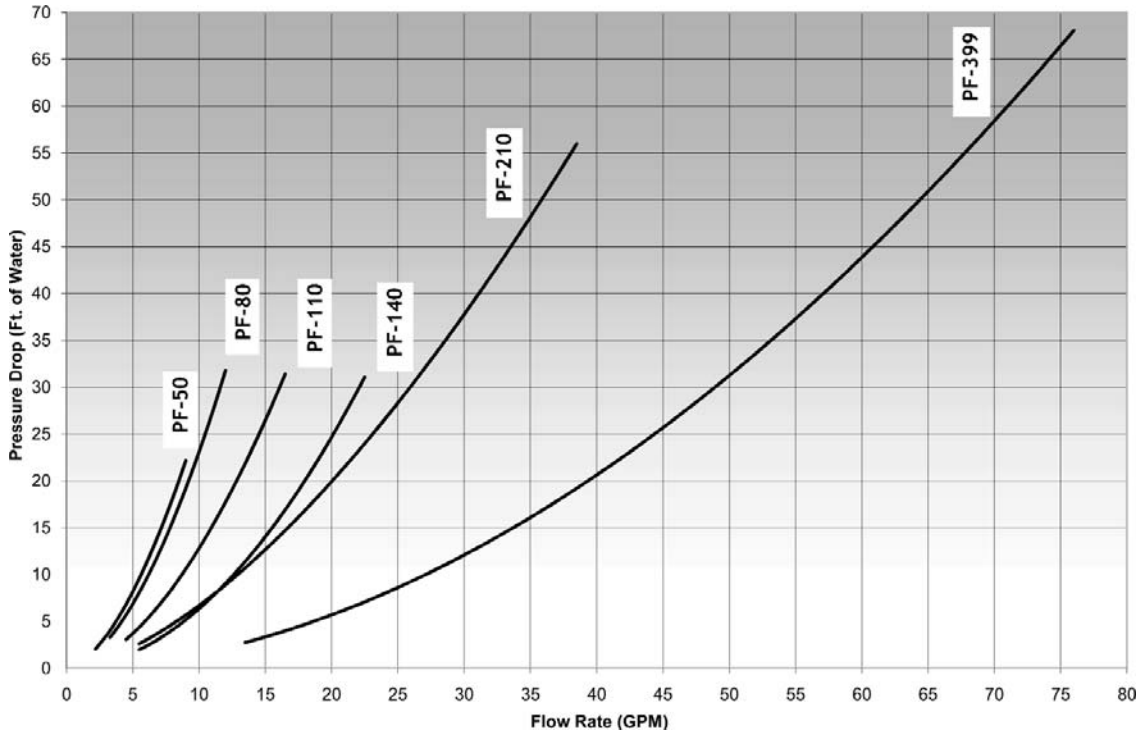

Figure 4.4: *PureFire*® Circulator Sizing Graph (General Pump – Primary/Secondary)
d. The boiler pressure drop for various flow rates can be determined using Figure 4.4, the *PureFire*® Boiler Circulator Sizing Graph.